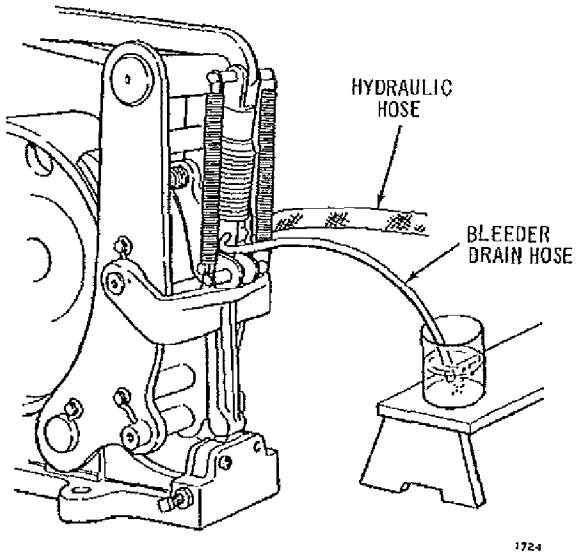

Figure 9-10. Bleeding the Hydraulic System (Typical Method)
2. Attach a bleeder hose to the bleeder fitting on the wheel cylinder, and submerge the free end of the hose in a clean jar which has been filled one-third full of clean brake fluid. See Figure 9-10.